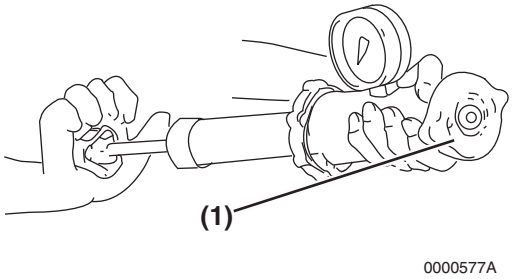

Figure 8-8
1. Check for proper operation of the radiator cap. Install the radiator cap **(Figure 8-8, (1))** on a cooling system tester.